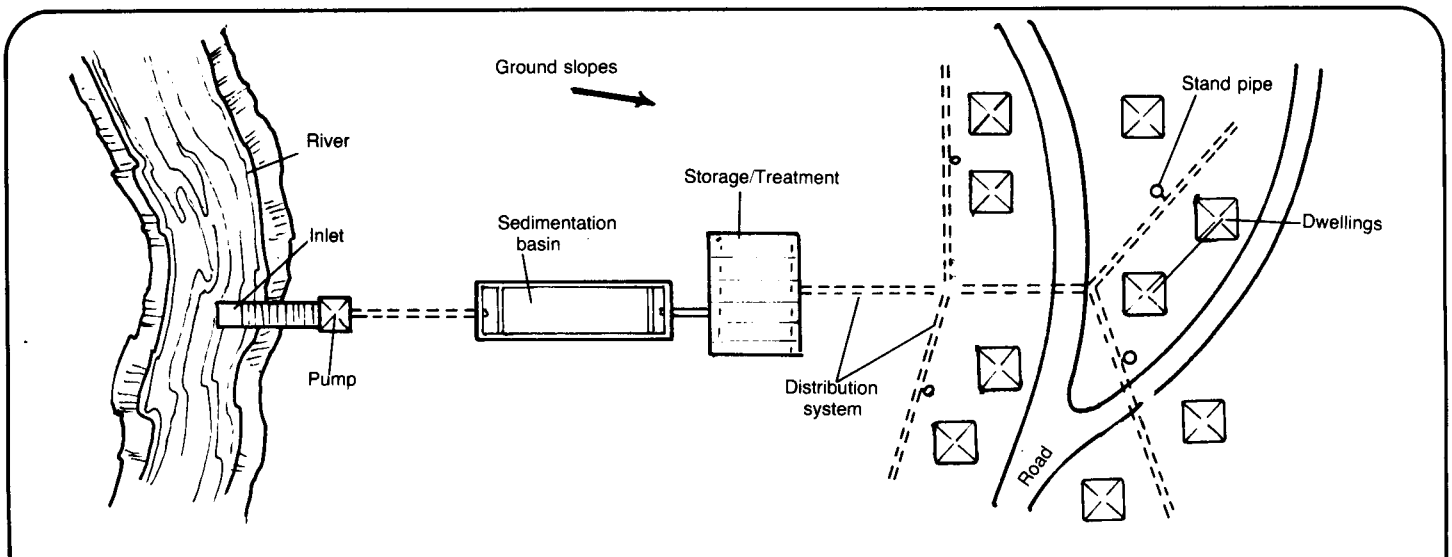

**Figure 1. Location Map**
1. A map of the area that includes the sedimentation basin, the water sources, other treatment systems planned, and the distribution system. Any major landmarks should also be included on the map. See Figure 1.